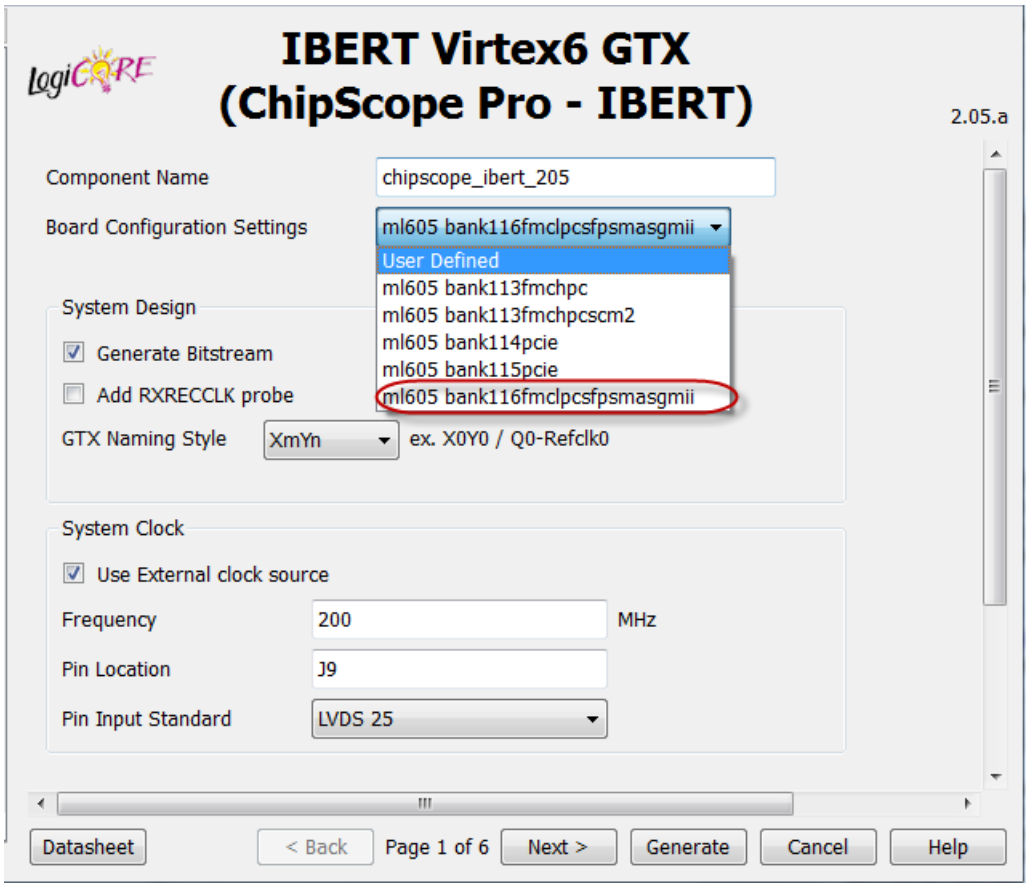

Figure 4: **Board Configuration Settings Dialog Box**
5. In the board configuration settings dialog box for the core, shown in Figure 4, locate the **Board Configuration Settings** drop-down menu and select **ml605 bank116fmclpcsfpsmasgmii**.
Note: If you don't see the drop-down items shown in Figure 4, you might have selected the wrong device in numbered step 2, above.